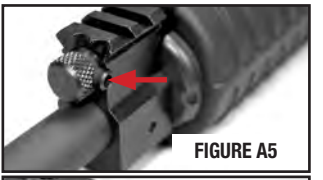

FIGURE A5
- When the spring loaded plunger is in the three o'clock position it is in Single Shot Mode (FIGURE A5). The Single Shot Mode position eliminates the passage of gas through the gas plug. Accordingly, when firing in this mode, the operating rod will not get pushed back and the bolt will not cycle after a cartridge is fired. The operator will have to manually cycle the bolt to extract the cartridge casing and chamber another round.